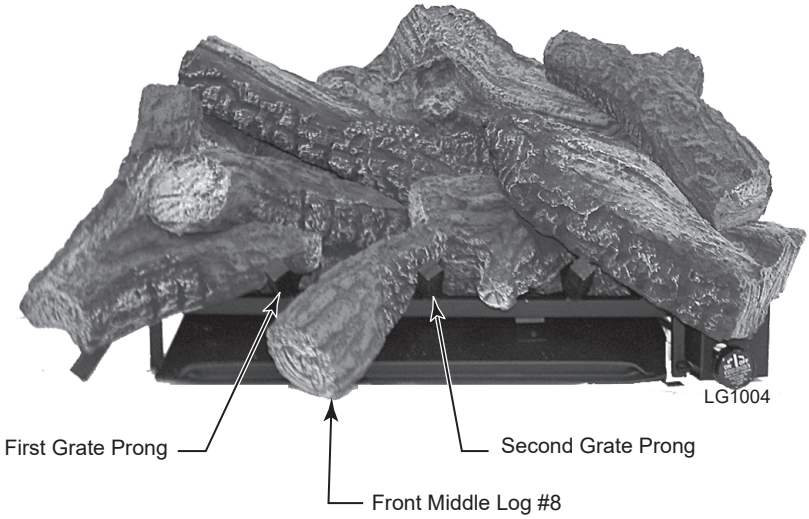

Figure 34
8. Place front middle log (#8) between the first and second prongs. *Figure 34*